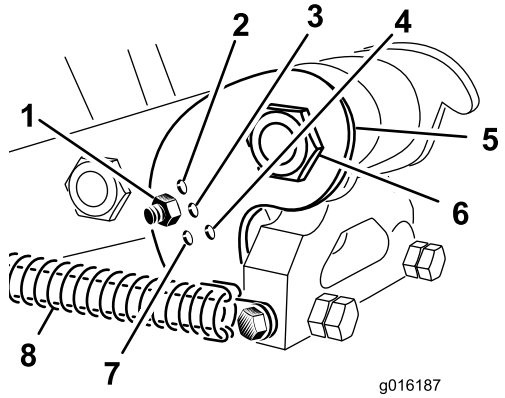

Figur 36
Ställ in det böjda fästet (Figur 36) i rätt läge baserat på längden på de luftarpinnar som ska användas. Huvudstoppet ställs in på ett av fem förinställda lägen genom att man väljer vilket hål som justeringsstången ska sitta fast i. Hålen är endast förinställda värden; det kan t.ex. hända att du får bättre resultat med en 25 cm-luftarpinne i 30 cm-läget, beroende på det aktuella användningsområdet.
3. Frigör fjäderspänningen till luftarpinnshuvudet (Figur 36).
4. Ta bort muttern och skruven i justeringshålen i det böjda fästet (Figur 36).
5. Rotera det böjda fästet tills det är inriktat mot önskat hål i armen och sätt i skruven och muttern (Figur 36).